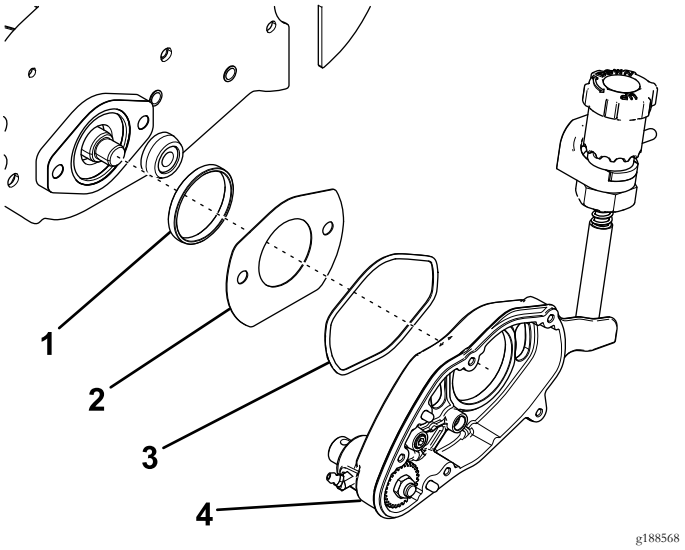

Figur 4
9. Fjern trimsatshuset (Figur 4).
10. Fjern og kast O-ringen (Figur 4).
11. Fjern spordekselet og adapterringen (Figur 4).